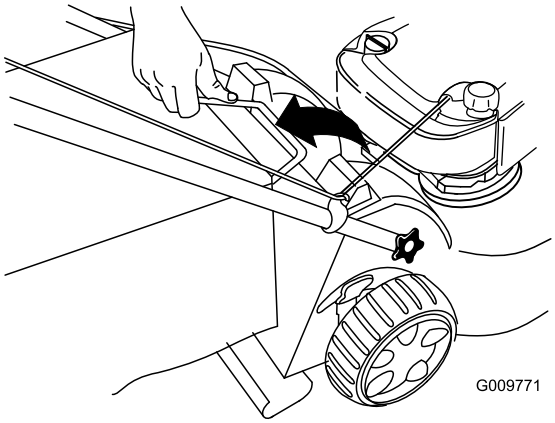

Figur 25
2. Lyft ut gräsuppsamlarens handtag ur skårorna längst upp på klipparen, och ta bort uppsamlaren från klipparen (Figur 25).